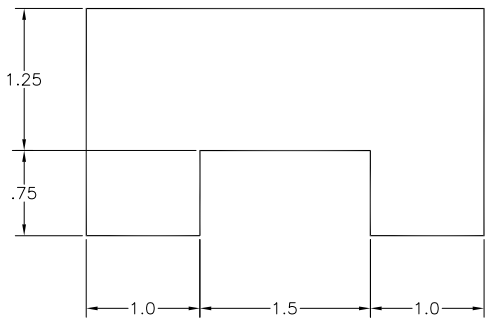
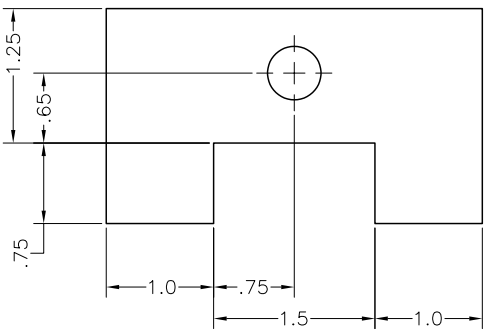

Figure 17-15 *Continuous dimensions*
Figure 17-16 *Parallel dimensions*
10. If you have a series of continuous dimensions, they should be placed in a continuous line, refer to Figure 17-15. Sometimes you may not be able to apply the dimensions in a continuous line even after adjusting the dimension variables. In that case, apply the dimensions that are parallel, refer to Figure 17-16.